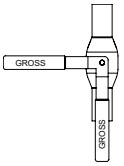

рис. 4
3. Шаровые краны GROSS предназначены для использования в качестве запорной арматуры (рабочие положения полностью «открыто» и «закрыто» (рис.4). ЗАПРЕЩАЕТСЯ использование кранов в режиме регулирования потока, когда шар крана находится в каком-либо промежуточном положении.